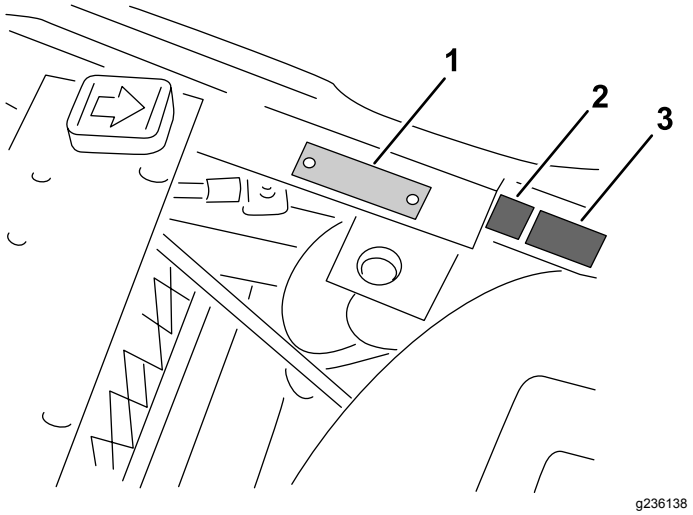

Figura 13
- Applicate l'adesivo di marcatura CE e l'adesivo dell'anno di produzione accanto alla targa del numero di serie sul supporto del poggiapiedi (Figura 13).